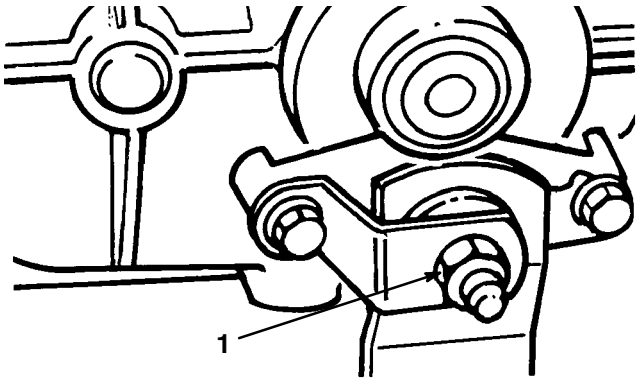

Bild 14
Stellen Sie die Bremsen ein, wenn die Feststellbremse das Fahrzeug nicht mehr hält, wenn die Bremsleistung bei ganz durchgedrücktem Bremspedal unzulänglich ist. Die Bremse befindet sich links von der Antriebsachse (Bild 14).
3. Ziehen Sie die Sicherungsmutter ca. 1/4-Umdrehung im Uhrzeigersinn fest (Bild 14).